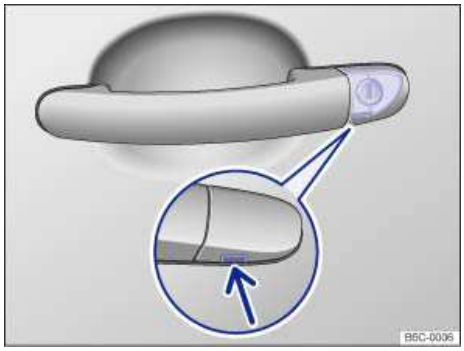

Fig. 152 Door handle on driver door: Concealed lock cylinder.
- Insert the key bit from below into the opening of the cover cap on the driver door ⇒ fig. 152 (arrow) and lift the cover cap off. Grasping the door handle and pulling slightly makes it easier to remove the cap.